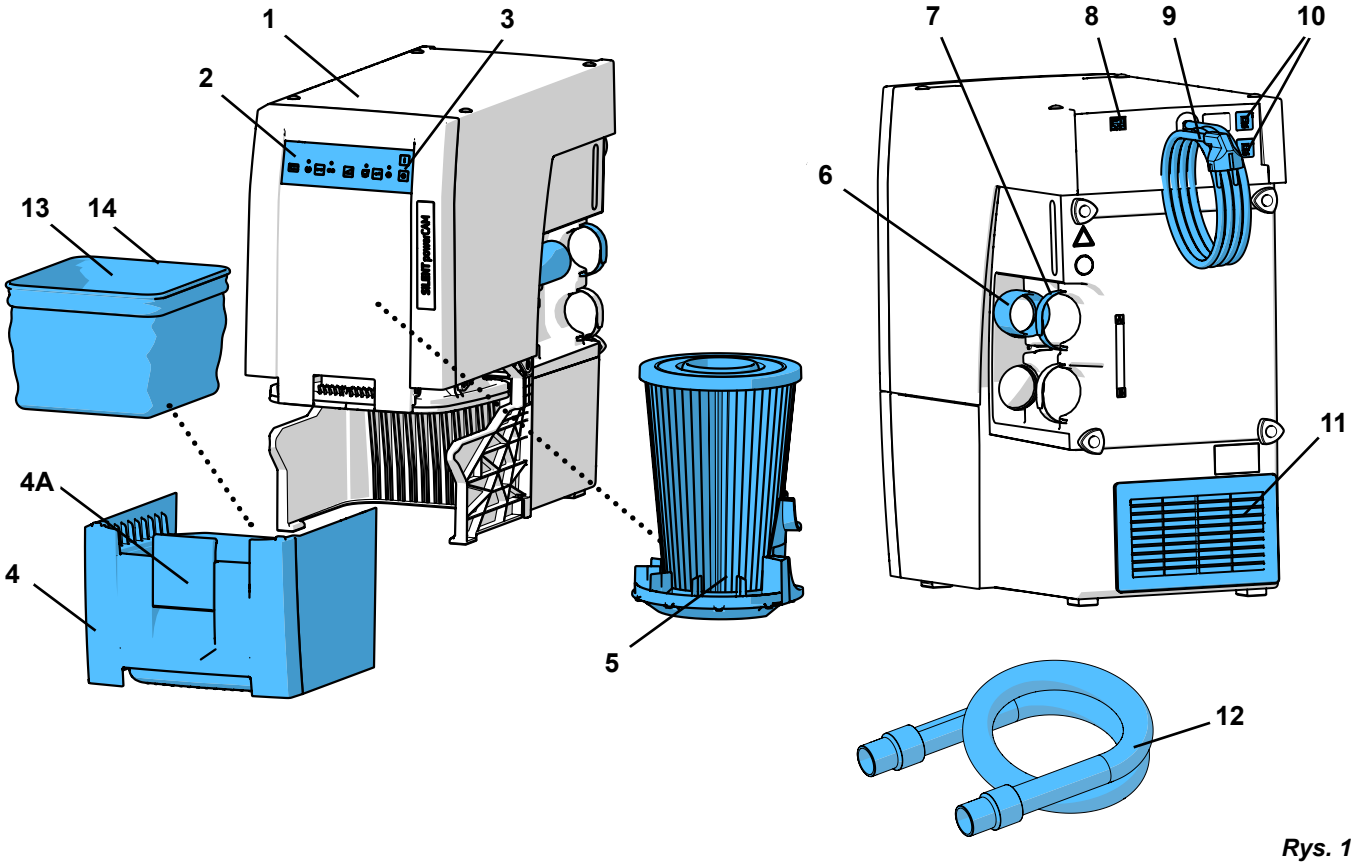

Rys. 1
- Wylot powietrza (11, Rys. 1) nie był utrudniony.
- Zewnętrzny przewód wylotowy (A) (zobacz rozdział 4.6).
- Otwór w tylnej ściance szafki (B), min. 250 x 120 mm, dokładnie naprzeciwko wylotu powietrza (11, Rys. 1).
- Zdjęta tylna ścianka szafki (C), odległość tylnej strony szafki od ściany min. 50 mm.
⇒ Odwinąć przewód zasilający (9, Rys. 1) i podłączyć wtyczkę do gniazdka instalacji budynku.